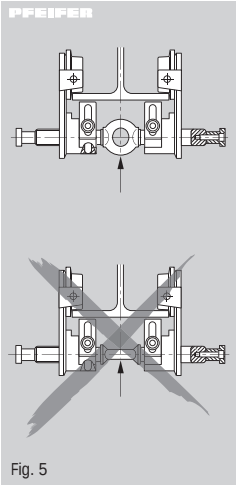

Fig. 5
- Après avoir réglé la largeur du chariot, l'œillet de la traverse (Fig. 5) doit être placé comme illustré par rapport à la poutre. Le crochet de suspension d'un engin de levage peut à présent être accroché à l'œillet. Le poids de l'engin de levage assure le réglage automatique du chariot.
- Tout mauvais accrochage ou chargement de la traverse au-dessus de la section plate est interdit (Fig. 5).